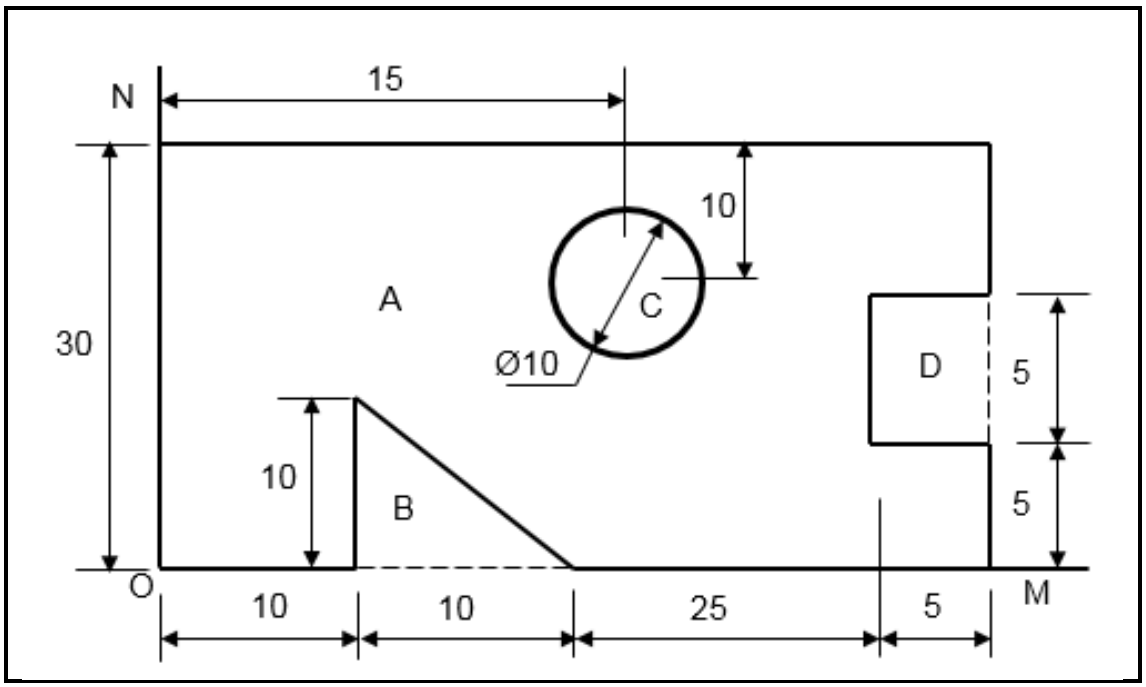

FIGUUR 2
3.2 FIGUUR 2 toon 'n vlaklaminêr.